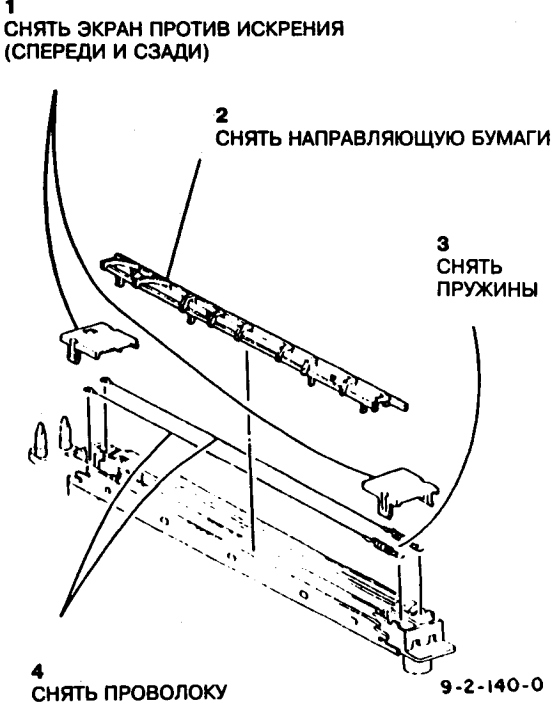

Рис.2 Снятие проволоки коротрона переноса/отделения
3. Снять проволоку коротрона переноса/отделения (рис.2).